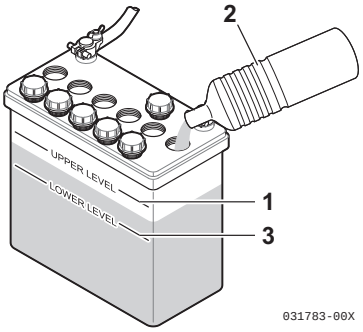

Figure 9
- When the amount of fluid nears the lower limit **(Figure 9, (3))**, fill with distilled water **(Figure 9, (2))** so it is at the upper limit **(Figure 9, (1))**. If operation continues with insufficient battery fluid, the battery life is shortened, and the battery may overheat and explode. During the summer, check the fluid level more often than specified.